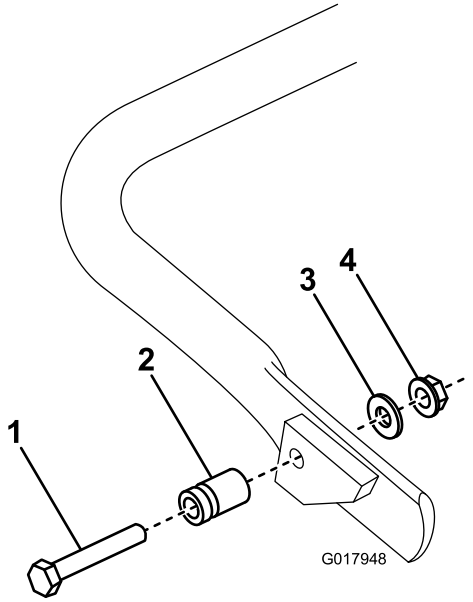

Figur 5
1. **Endast på 04056** , anslut fjädertappen på den högra sidan av stödet (Figur 5) med hjälp av den skruv, bricka och flänsmutter som medföljde.